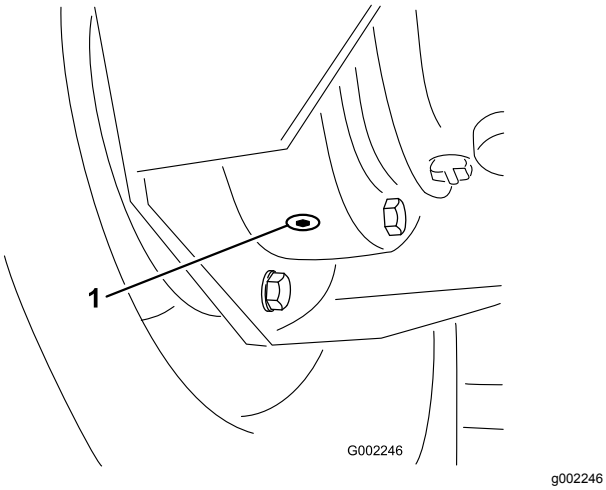

Figur 81
4. Plasser et tappefat under den indre tappepluggen og fjern den (Figur 81).